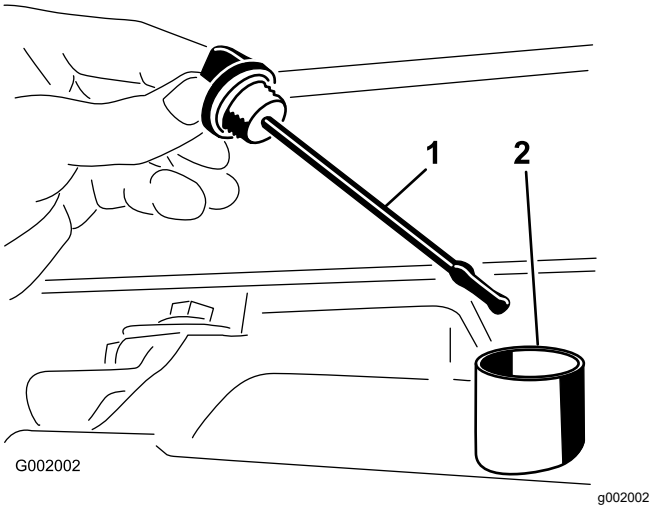

Figuur 55
2. Verwijder de peilstok en veeg deze af met een schone doek (Figuur 55).